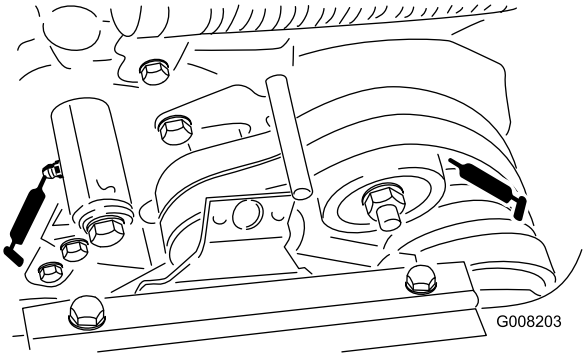

Figur 17
- to på mellomremsskivene (Figur 17).